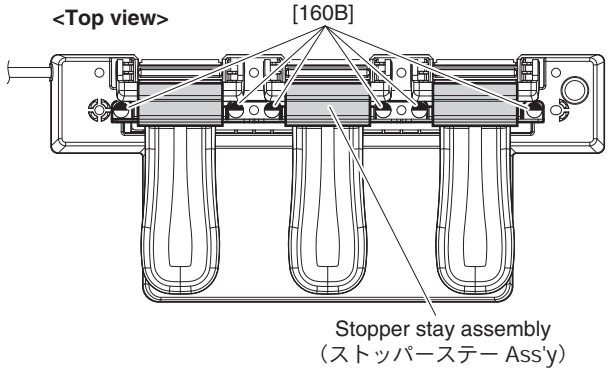

Fig. A-11（図 A-11）
A-11-6 Remove the six (6) screws marked [160B]. The stopper stay assembly can then be removed. (Fig. A-11)
A-11-6 [160B] のネジ 6 本を外して、ストッパーステー Ass'y を外します。（図 A-11）